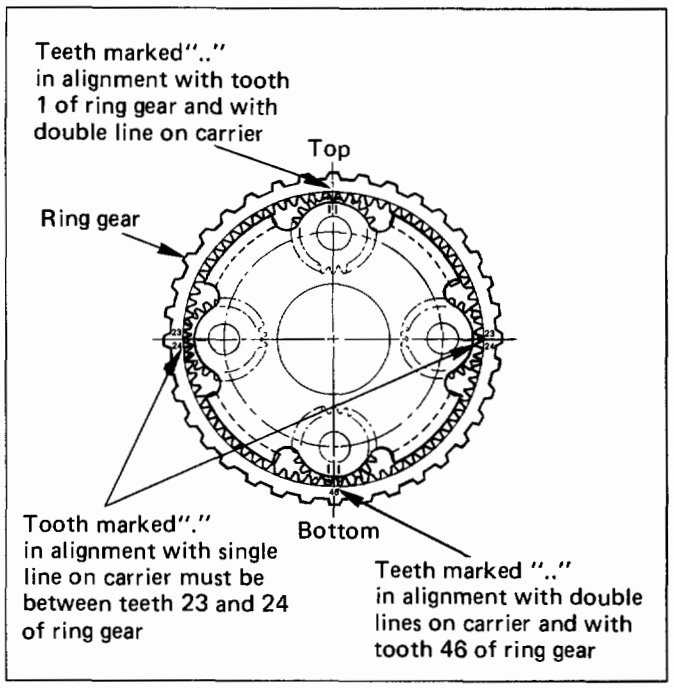

Fig. 7A-41
25. Second and third clutch assemblies (Fig. 7A-42 & Fig. 7A-43)